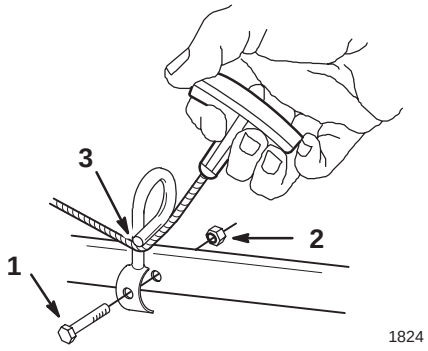

Bild 3
3. Befestigen Sie die Seilführung mit einer Schraube und Sicherungsmutter am Untergestänge (Bild 3).
4. Ziehen Sie das Starterseil durch die Seilführung (Bild 3).